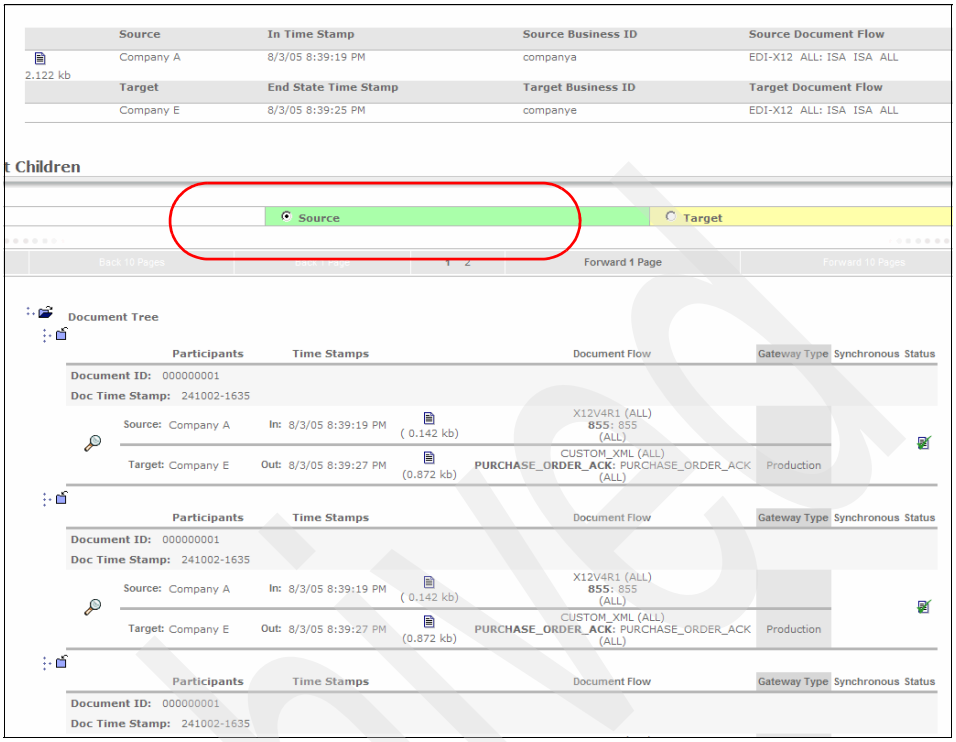

Figure 19-63 Child EDI transactions
7. If we click the **view details** icon of the Parent document EDI-X12 Purchase Order Acknowledgement, and click **Source side child Transactions**, we will able to observe all the child EDI Transactions for the EDI-Envelope (see Figure 19-63 on page 692).